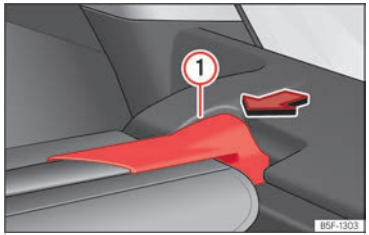

Fig. 193 En el maletero: desmontar la bandeja.
- Presione el soporte de la bandeja ››› **fig. 193** ① en el sentido de la flecha.
- Encaje el soporte de la bandeja ››› **fig. 193** ① en el alojamiento del otro lado.